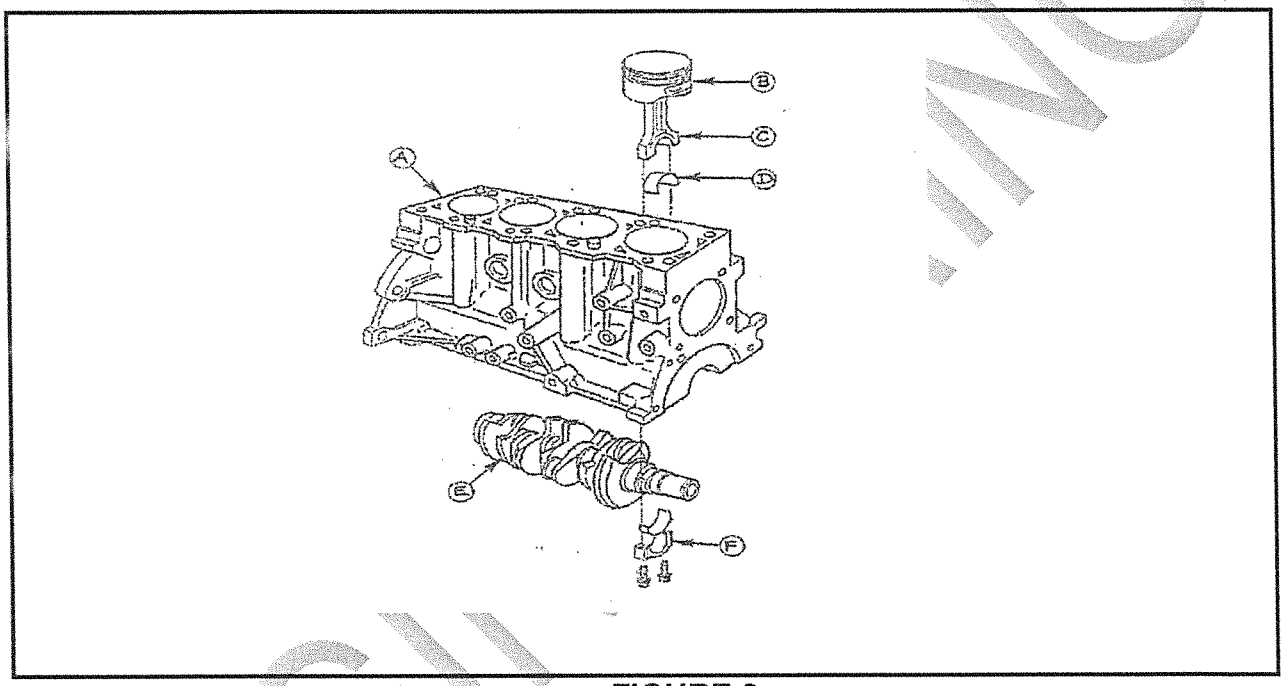

FIGURE 2
2.1 FIGURE 2 below shows a sketch of the parts of an internal combustion engine. (6)